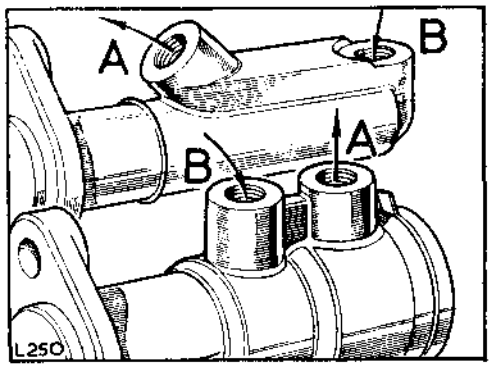

**Fig. H1-20. Pipe connections at brake master cylinder**
9. Connect the inlet and outlet pipes to the brake master cylinder. See Fig. H1-20.